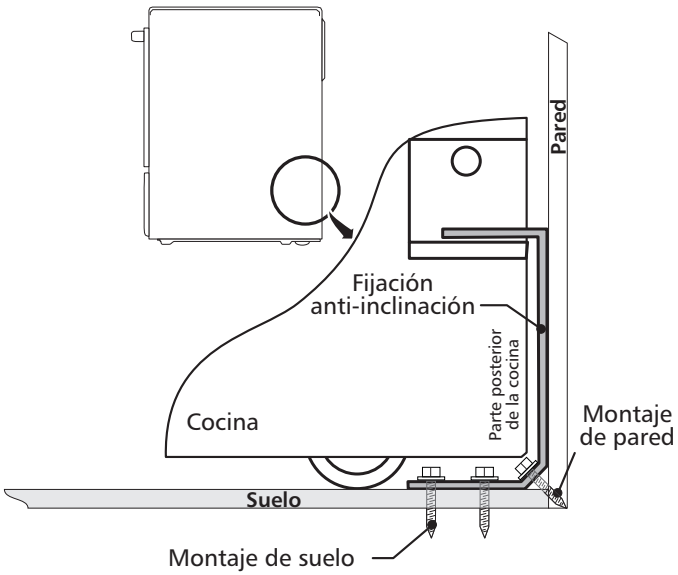

Figura 12
4. Retire el modelo y ubique la abrazadera en el suelo. Alinee los orificios en la abrazadera con las marcas en el suelo y ajuste con los cuatro tornillos provistos. La abrazadora debe quedar fijada al suelo (figura 12) sólido. Si se fija al suelo concreto, primero haga orificios pilotos de un diámetro de 3/16" (0,48 cm), utilizando una barrena para concreto.
6. Deslice la cocina hacia su lugar asegúrandóse que la pata de centro trasera está completamente segura con el soporte anti-inclinación (figura 12). Baje la cocina ajustando las 4 patas de nivelación hasta que la plancha de cocinar está apoyada en el mostrador. Refiere a la "Nivelación de la cocina".